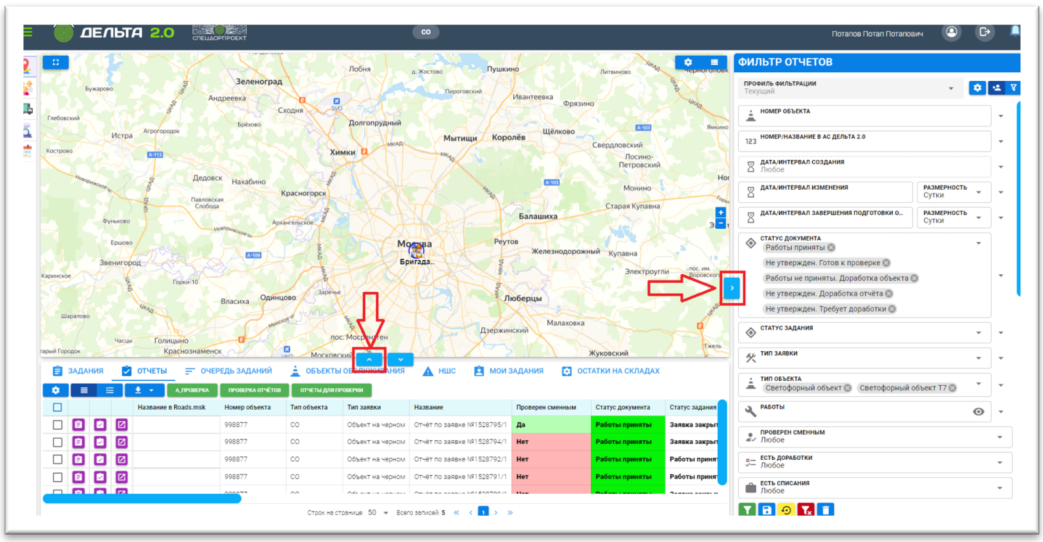

Рисунок 100
- Для удобства проверки можно убрать стрелками карту и фильтр отчётов (Рис. 100)